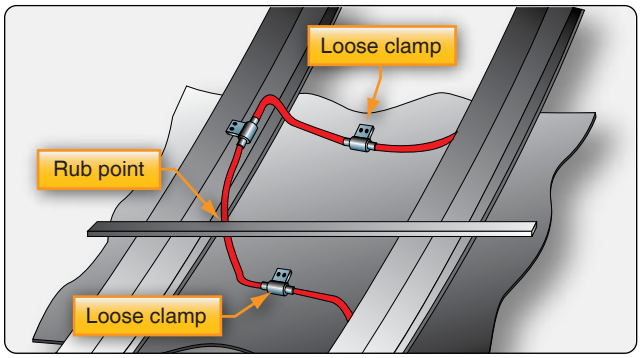

Figure 17-27. *Rubbing interference.*
8. Sensing element routing and clamping should be inspected carefully. *[Figure 17-27]* Long, unsupported sections may permit excessive vibration that can cause breakage. The distance between clamps on straight runs, usually about 8 to 10 inches, is specified by each manufacturer. At end connectors, the first support clamp usually is located about 4 to 6 inches from the end connector fittings. In most cases, a straight run of one inch is maintained from all connectors before a bend is started, and an optimum bend radius of 3 inches is normally adhered to.